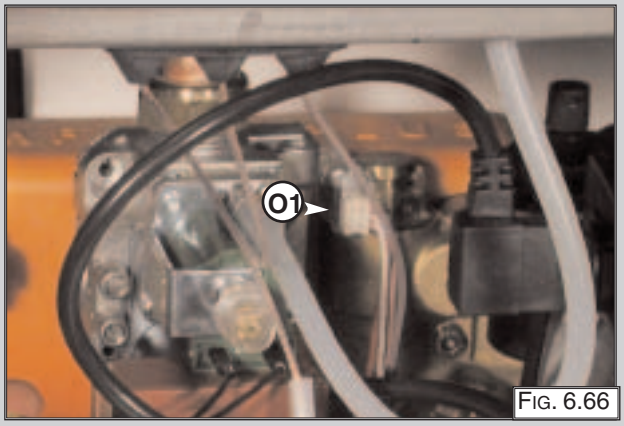

FIG. 6.66
1. Unplug the electrical connector “O1” (FIG. 6.66);